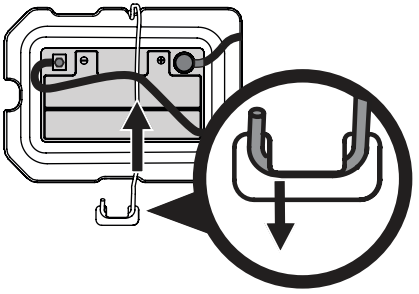

Fig. 24
NOTE: Wiring harness should lay on top of battery hold down rod, otherwise damage to the wiring harness may result (Fig. 24 on page 14).
3. Remove the battery hold down rod by pushing the hooked end out of the tab on the fender to the right side of the battery. Then flip the battery hold down rod up to free the battery (Fig. 24).